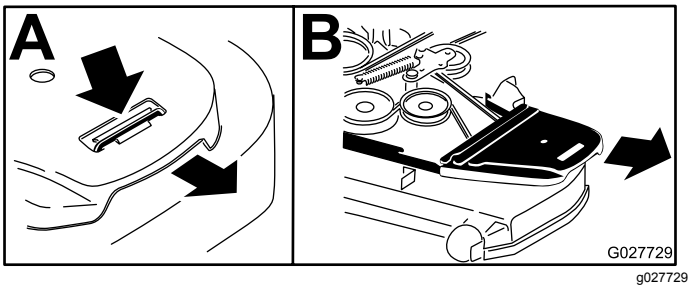

Figure 94
7. Déposez le couvercle de courroie en plastique (Figure 94).
6. Déposez les couvercles de courroie (Figure 94).